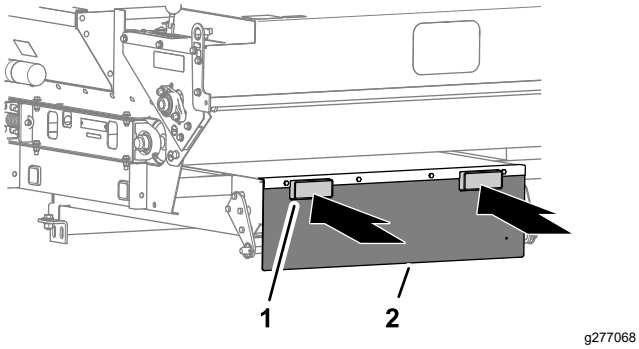

Figur 8
- Hvis du bruker en gaffeltruck til å løfte overgjødsleren, sett gaflene inn i løfterørene (Figur 8) på den bakre klaffen.